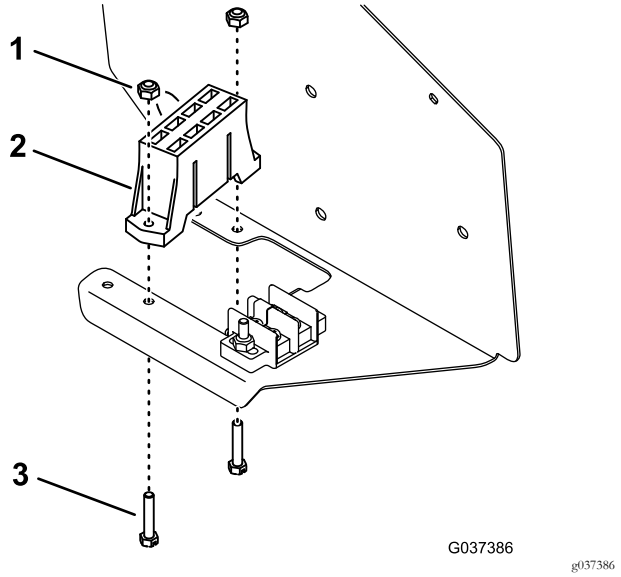

Figura 9
5. Monte o bloco de fusíveis no lado inferior do conjunto do painel de controlo, junto do bloco de fusíveis existente, com dois parafusos e duas porcas de bloqueio (Figura 9).
Nota: Instale os parafusos partir do lado inferior do painel como se mostra na Figura 9.